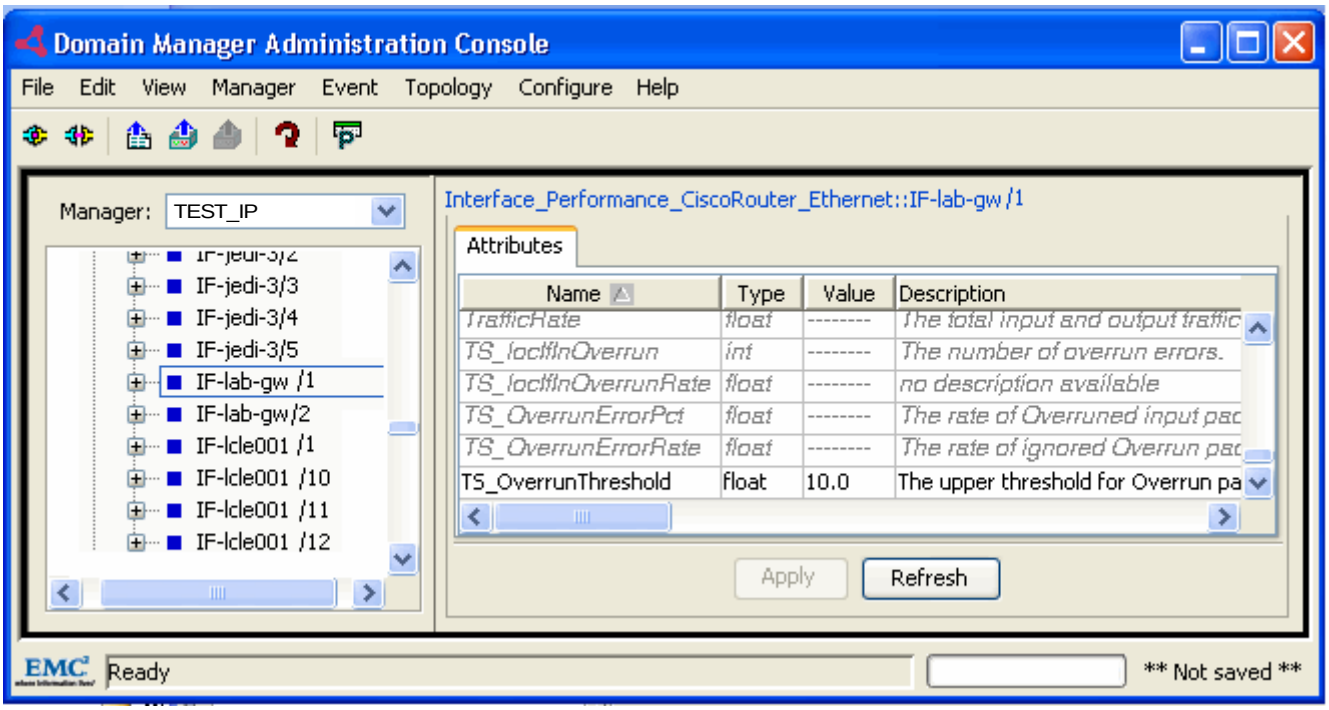

Figure 10 Attributes tab with the new attributes before polling
4. In the **Attributes** tab, shown in Figure 10 on page 62, verify that the following attributes have been added to the Interface_Performance_CiscoRouter_Ethernet instance: